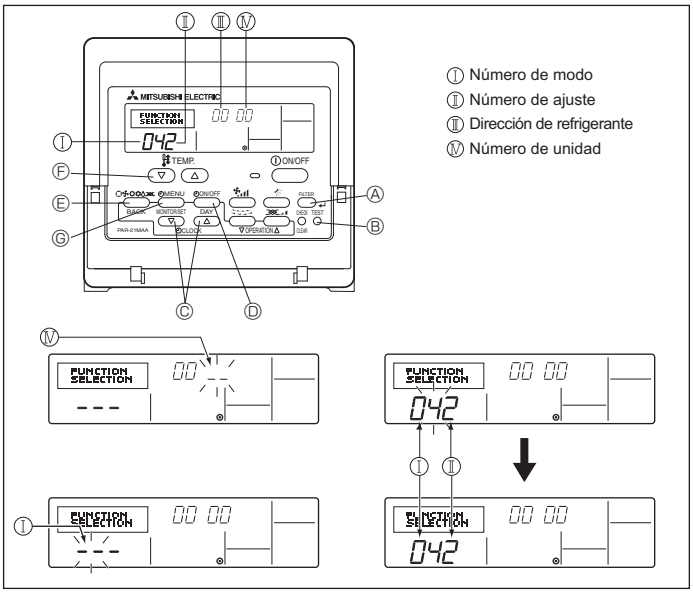

Fig. 6-10
1) Para el controlador remoto cableado (Fig. 6-10)